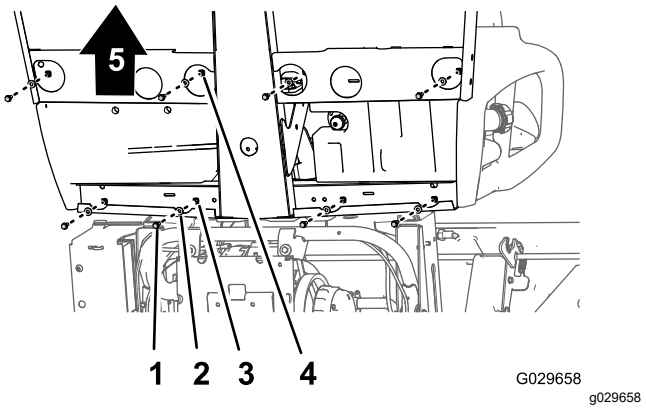
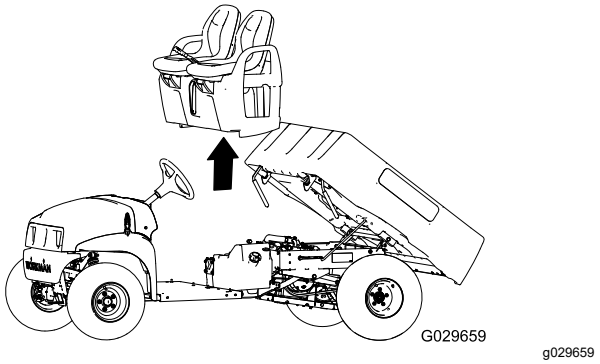

**Figur 44**
**Figur 45**
1. Nederst på maskinen, fjern de åtte flenshodeboltene og åtte skivene som fester setebasen til gulvplaten og den bakre førerhuskanalen (Figur 44).
2. Løft setet, setebasen og parkeringsbremsekabelen forsiktig fra maskinen (Figur 44).
1. Løft setet og setebasen opp på maskinen, og innrett bremsekablene med chassiset (Figur 44 og Figur 45).
2. Plasser hullene i setebasen på linje med hullene i gulvplaten og den bakre førerhuskanalen (Figur 44 og Figur 45).